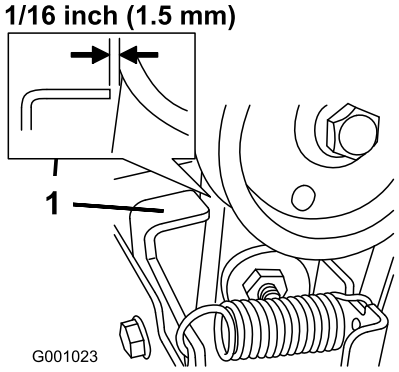

Figur 48
3. Ha matarskruvs-/impellerreglaget urkopplat och kontrollera att mellanrummet mellan matarskruvskopplingen och tappen är 1,5 mm (Figur 48).